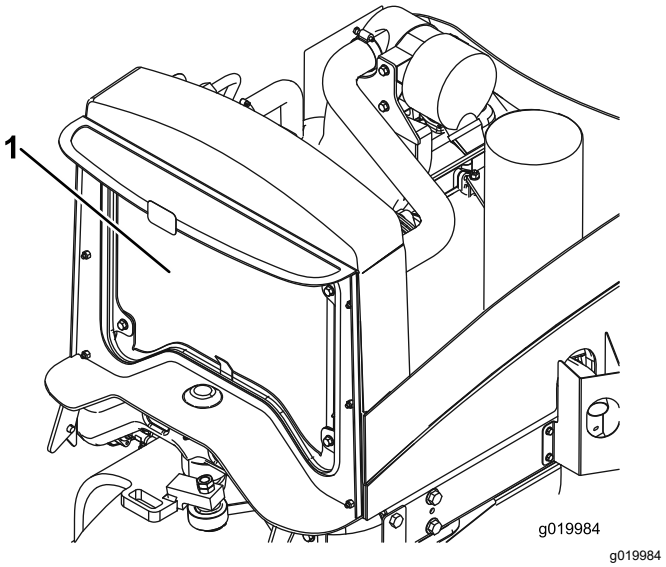

Figuur 58
4. Reinig beide zijden van de radiateur grondig met perslucht (Figuur 58).